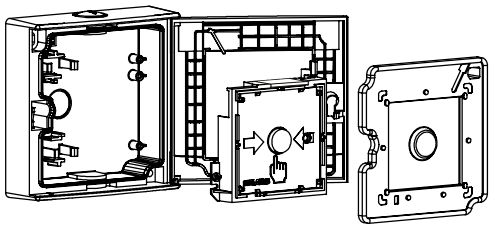

Fig. 5
3. Setzen Sie den Schaltungseinsatz mit den Klemmen nach oben gerichtet ins Gehäuse ein und befestigen Sie ihn mit zwei Schrauben (Fig. 5).
3. Place the switching unit with the terminals pointing upwards and fix it with two screws (Fig. 5).